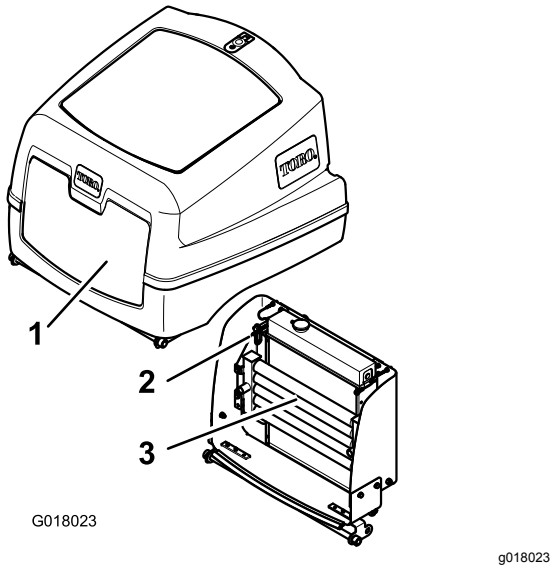

**Figuur 51**
4. Maak de vergrendeling los en open de motorkap (Figuur 51).